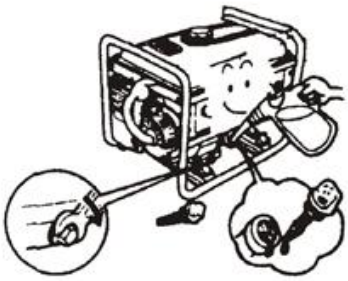

Рис. 49
8.5 Встановлюйте пробку злива мастила на своє місце, налийте свіже мастило в картер до рівня верхньої граничної мітки масляного щупу, потім встановіть ковпачок масляного фільтра в первісну позицію (Рис. 49).